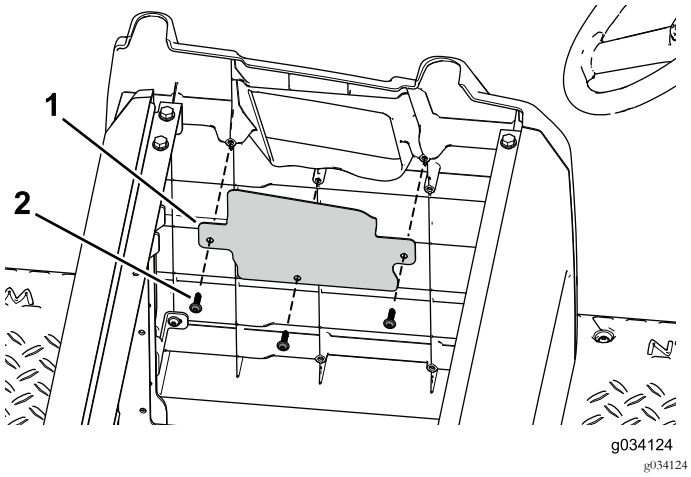

Рисунок 44
2. С помощью трех самонарезающих винтов зафиксируйте крышку отверстия на боковой пластине (Рисунок 44).